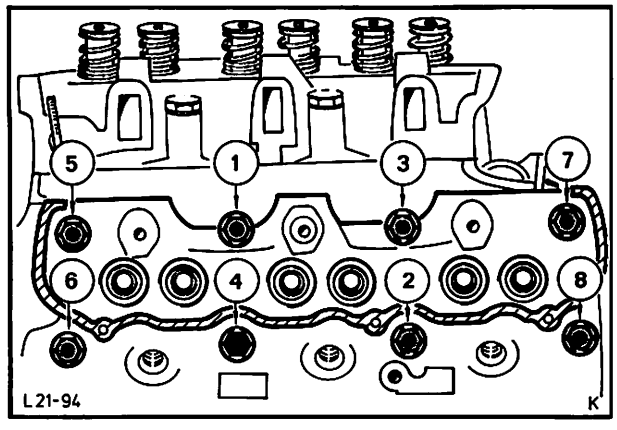

Abb. 127 Anzugsreihenfolge – Zylinderkopf
62. Komplette Zylinderköpfe aufsetzen. Schrauben einführen und nach Schema, Abb. 127, mit vorgeschriebenem Drehmoment in drei Stufen, festziehen (siehe Technische Daten).